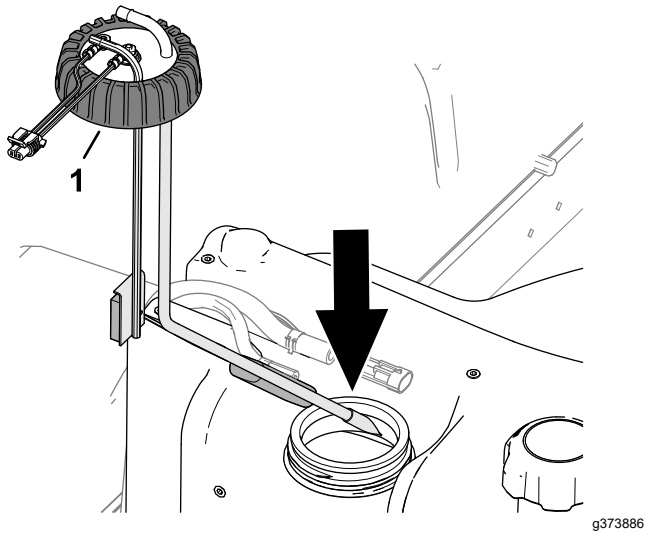

Figura 123
2. Montai cu atenie tubul de colectare a combustibilului i flotorul în rezervorul de combustibil (Figura 123).